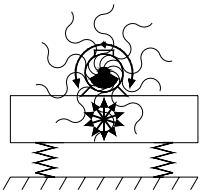

Fig.1
- dalla rotazione di una massa eccentrica (VIBRAZIONE ROTAZIONALE) (Fig.1)
- *the rotation of an eccentric mass (ROTATIONAL VIBRATION) (Fig. 1)*